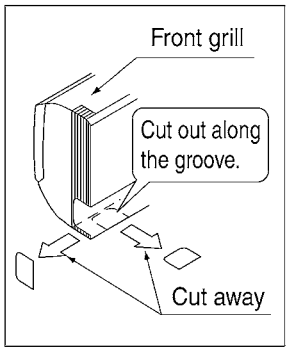

Fig. 4
- If using the attachment screws for the installation panel (2), attach using at least 4 screws on either side (for a total of 8 screws (20-32 type), 9 screws (40-63 type)) of the recommended installation cleat position on the included paper pattern for installation (3).
(3) If using the left, bottom-left, right, or bottom-right positions for the piping, cut out the through-hole for the piping in the front grill. (Refer to Fig. 4)